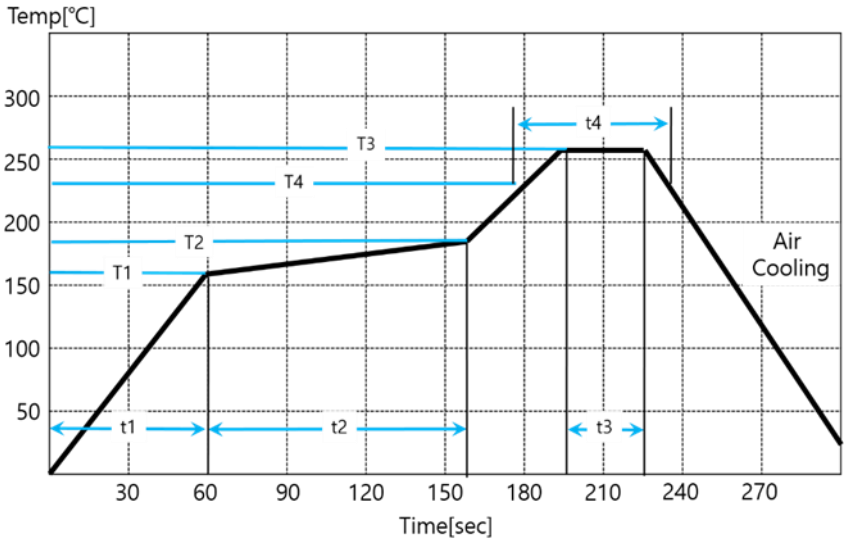

**Figure 11. Thermal Reflow Profile**
***Figure 11*** shows the thermal reflow profile of the SAC-305 (Alpha metal), which is a test solder cream we used.